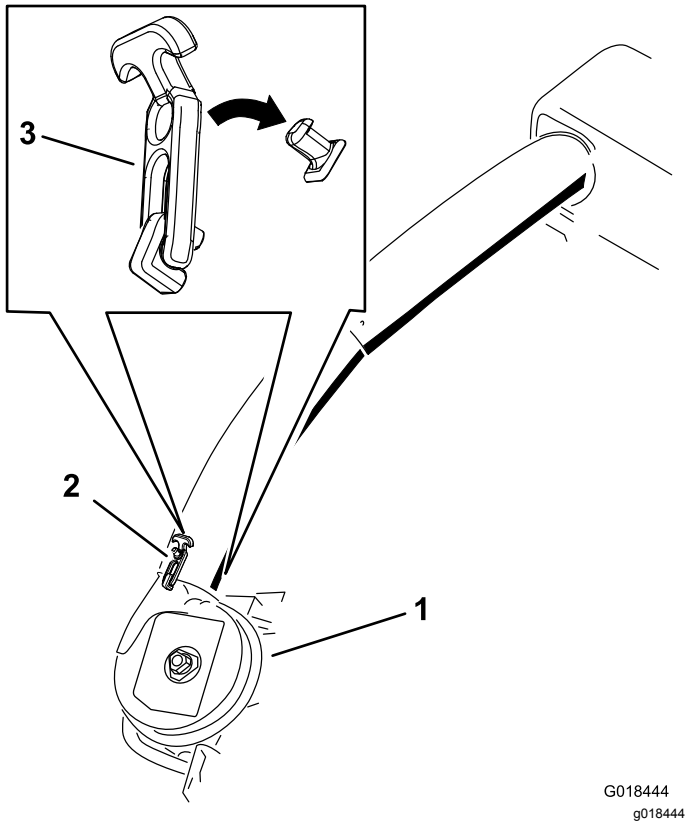

Figur 28
6. Brug begge låse til at fastgøre det nederste rør til blæserenheden (Figur 28).
21. Brug begge låse til at fastgøre det nederste rør til blæserenheden (Figur 28).